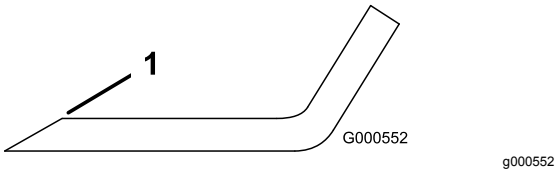

Figur 90
1. Bruk en fil til å slipe eggen i begge ender av kniven (Figur 90).